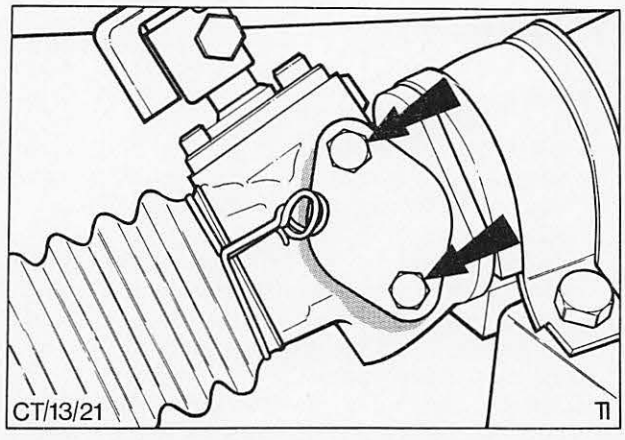

Abb. 45 Schrauben – Gleitsteindeckel
9. Gleitstein, Druckfeder, Ausgleichscheibenpaket, Dichtung (wenn vorhanden) und Deckel wieder einbauen, Abb. 45.